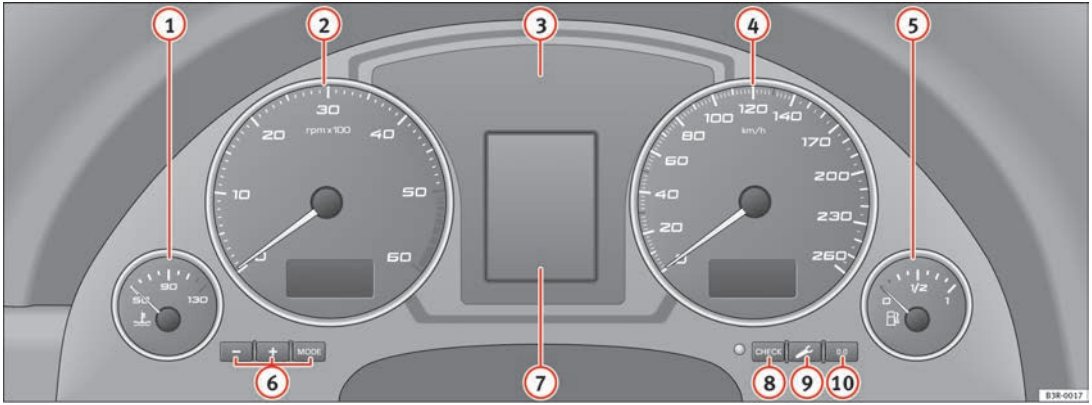

Fig. 37 Overview of instrument panel
When the ignition is switched off, the odometer and the digital clock with date display can be switched on for a few seconds by pressing the CHECK button ⇒ page 59, fig. 37 (8). ■